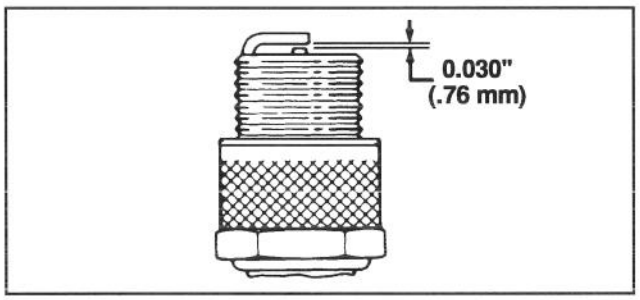

Abb. 19
3. Den Luftspalt auf 0,76 mm einstellen (Abb. 19). Die auf den korrekten Abstand eingestellte Zündkerze mit einer Dichtungsscheibe versehen und auf 19 N•m anziehen